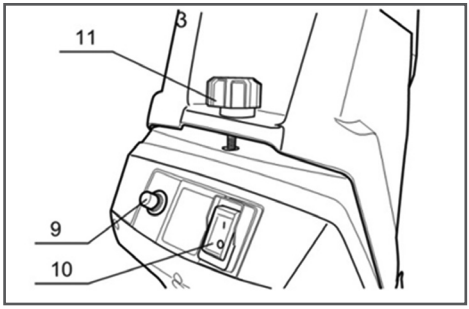

Рис. 6. Включение устройства
1. Убедитесь в том, что винт 11 (Рис. 6) надежно затянут.
3. Установите, нажатием на клавишу, электромагнитный выключатель 10 (Рис. 6) в положение «I» (ВКЛЮЧЕНО), электродвигатель включится.
На измельчителе установлен предохранитель 9 (Рис. 6). Если при работе возникает перегрузка, то предохранитель автоматически отключает двигатель (выскакивает кнопка предохранителя). Чтобы не допустить повреждений двигателя вследствие перегрева, устройство разрешается повторно включать только через 10 минут, необходимых для охлаждения двигателя. Для повторного включения измельчителя включите предохранитель нажатием кнопки и нажатием установите клавишу электромагнитного выключателя в положение «I» (ВКЛЮЧЕНО).
4. Открутите винт 11 крепления корпуса (Рис. 6) против часовой стрелки и откиньте вперед крышку загрузочного желоба.
8. Установите на место крышку загрузочного желоба и затяните её, поворачивая винт крепления корпуса 11 (Рис. 6) по часовой стрелке.
4. Открутите винт 11 крепления корпуса (Рис. 6) против часовой стрелки и откиньте вперед верхнюю часть корпуса.
11. Сложите верхнюю и нижнюю часть корпуса и затяните винт 11 крепления корпуса (Рис. 6).